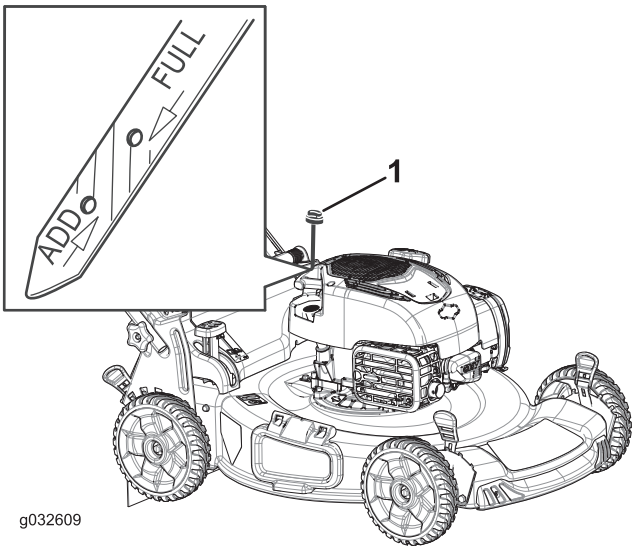

Bild 31
2. Ziehen Sie den Peilstab (Bild 31) heraus.
4. Füllen Sie das Öl langsam in den Einfüllstutzen ein, um den Ölstand auf die Voll-Markierung am Peilstab anzuheben (Bild 31). **Füllen Sie nicht zu viel ein.**